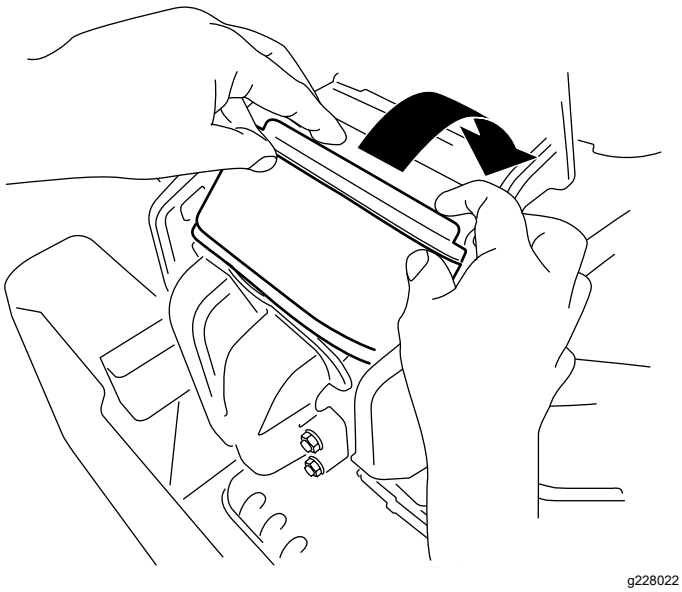

Figur 40
3. Roter filteret ned i kammeret og plasser det mot manifolden (Figur 40).